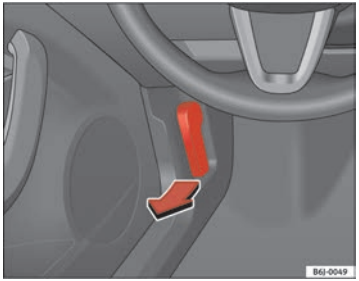

Fig. 112 Bonnet opening lever
– To release the bonnet, pull the lever under the dash panel ⇒ fig. 112 in the direction indicated (arrow). The bonnet will be released by a spring action ⇒ ⚠.